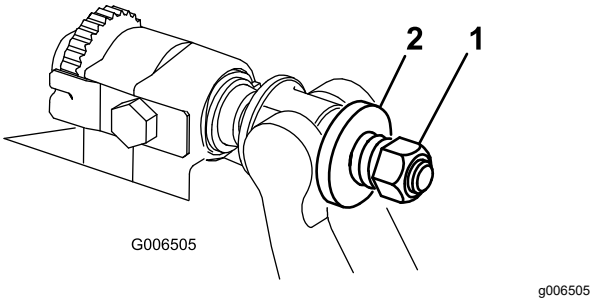

Figuur 32
4. Draai de veerspanningsmoer vast totdat de veer is ingedrukt; draai deze vervolgens een ½ slag terug (Figuur 32).